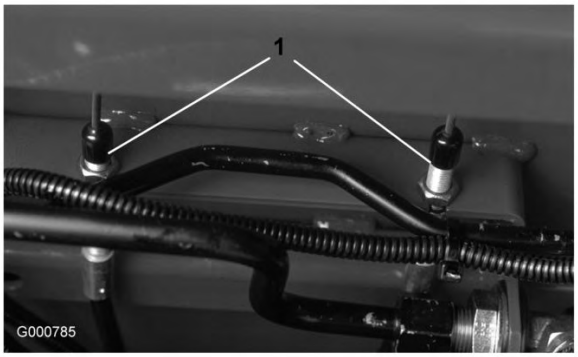

Bild 62
2. Lockern Sie zum Reduzieren des Spiels der Bremspedale die vordere Mutter am Gewindeende des Bremszugs (Bild 62). Ziehen Sie dann die hintere Mutter an, um den Zug nach hinten zu bewegen, bis die Bremspedale 1,25 bis 2,5 cm Spielraum haben. Ziehen Sie die vorderen Muttern fest, wenn die Bremsen einwandfrei eingestellt sind.